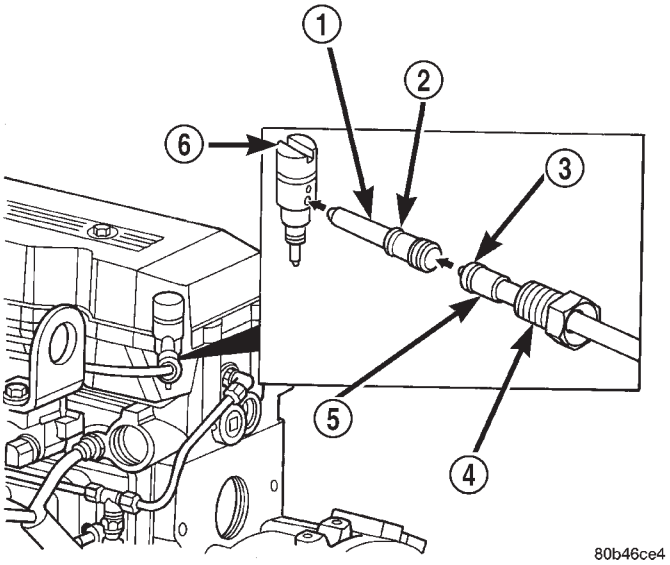
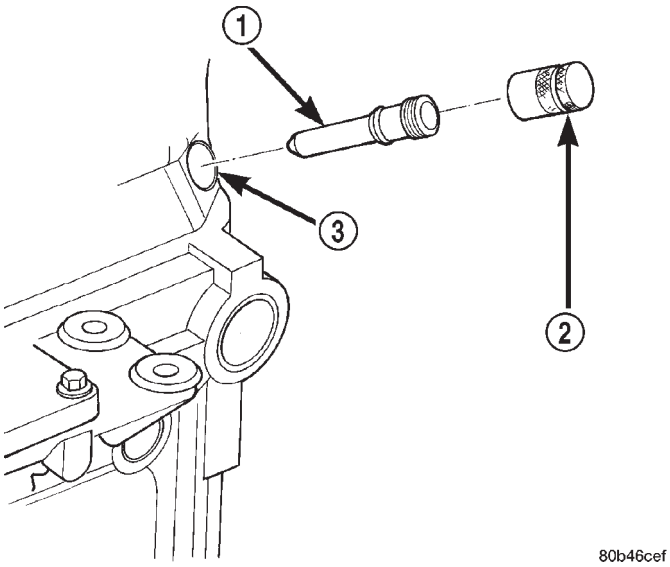

Fig. 19 Fuel Injector Connections
Fig. 20 Fuel Injector Connector Tube Removal
Each fuel injector is connected to each high-pressure fuel line with a steel connector tube (Fig. 19). This steel connector is positioned into cylinder head and sealed with an o-ring. The connectors are connected to high-pressure fuel lines with fittings (Fig. 19).
(2) If injector at #1 or #2 cylinder is being removed, intake manifold air heater assembly must be removed. Refer to Intake Manifold Air Heater Removal/Installation.
(3) If injector at #5 cylinder is being removed, remove engine lifting bracket (2 bolts).
(4) Thoroughly clean area around injector and injector high-pressure lines before removal.
(5) Remove necessary high-pressure fuel lines. (Refer to 14 - FUEL SYSTEM/FUEL DELIVERY/ FUEL LINES - REMOVAL). **Do not bend any high-pressure fuel line to gain access to fuel injector.** Cover or cap any open fuel connections.
(6) Remove valve cover (Refer to 9 - ENGINE/CYLINDER HEAD/CYLINDER HEAD COVER(S) - REMOVAL).
(7) Thread Special Tool 8324 (Fuel Injector Connector Tube Remover) onto end of injector connector tube (Fig. 20).
(8) Pull injector connector tube from cylinder head. **The injector connector tube must be removed before attempting to remove fuel injector or serious damage to fuel injector and tube will result.**
(9) Remove and discard old o-ring (Fig. 19) from injector connector tube.